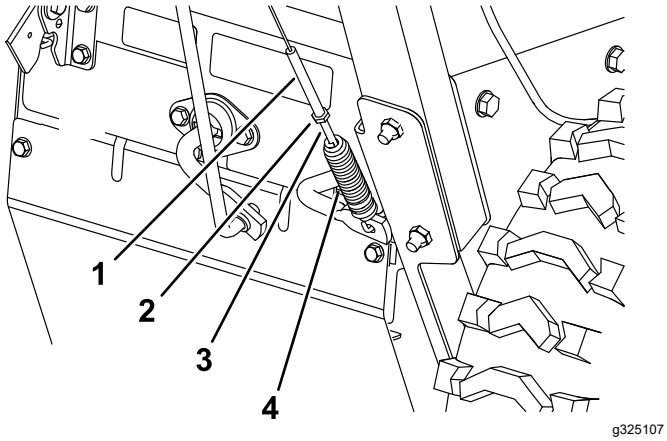
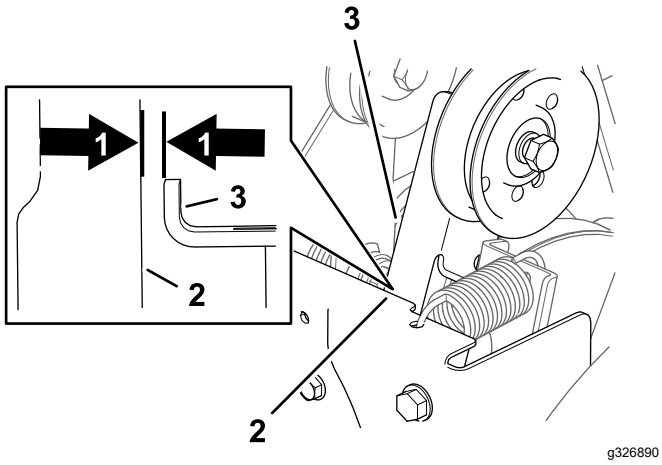

Figur 40
Figur 41
1. Løsn kontramøtrikken (Figur 40).
2. Roter fjederspændingsjusteringen, indtil afstanden måler 1,5 mm mellem stellet og kostens koblingsarm (Figur 40 og Figur 41).
3. Spænd kontramøtrikken (Figur 40).